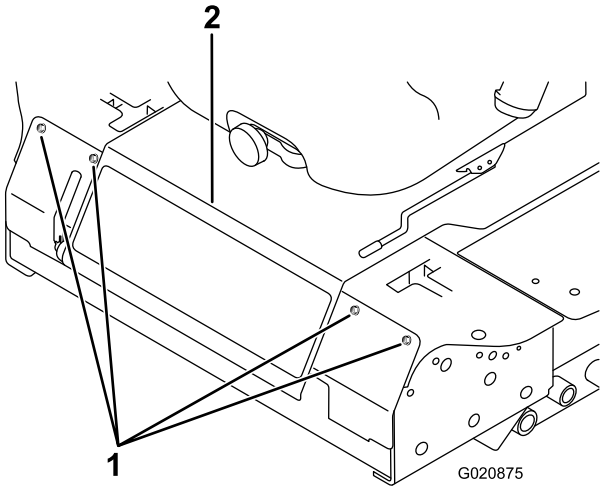

Figur 59
3. Fjern boltene til frontpanelet og fjern panelet (Figur 59).